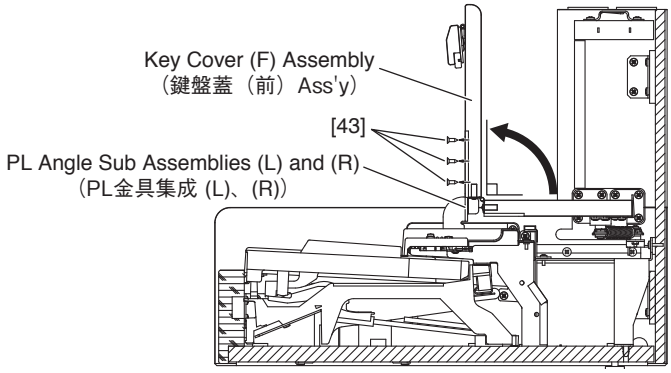

Fig.5（図 5）
3-5 Open the key cover (F) assembly squarely, and remove the three (3) screws marked [43] for each side to remove the PL angle sub assemblies (L) and (R). (Fig.5)
3-5 鍵盤蓋（前）Ass'y を垂直に立て、[43] のネジ 3 本ずつを外し、PL 金具集成（L）、（R）を外します。（図 5）